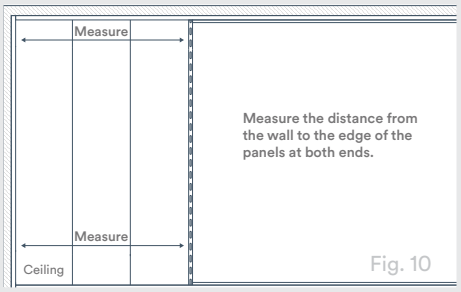

Fig. 10
6. Periodically check your installation to ensure the panels continue to be installed in straight, even rows. To do this, measure the distance from the wall to the edge of your panels at both ends (Fig. 10). If both measurements are identical, the installation is adequately aligned. If the measurements are uneven, you will need to correct the positioning of your board(s).